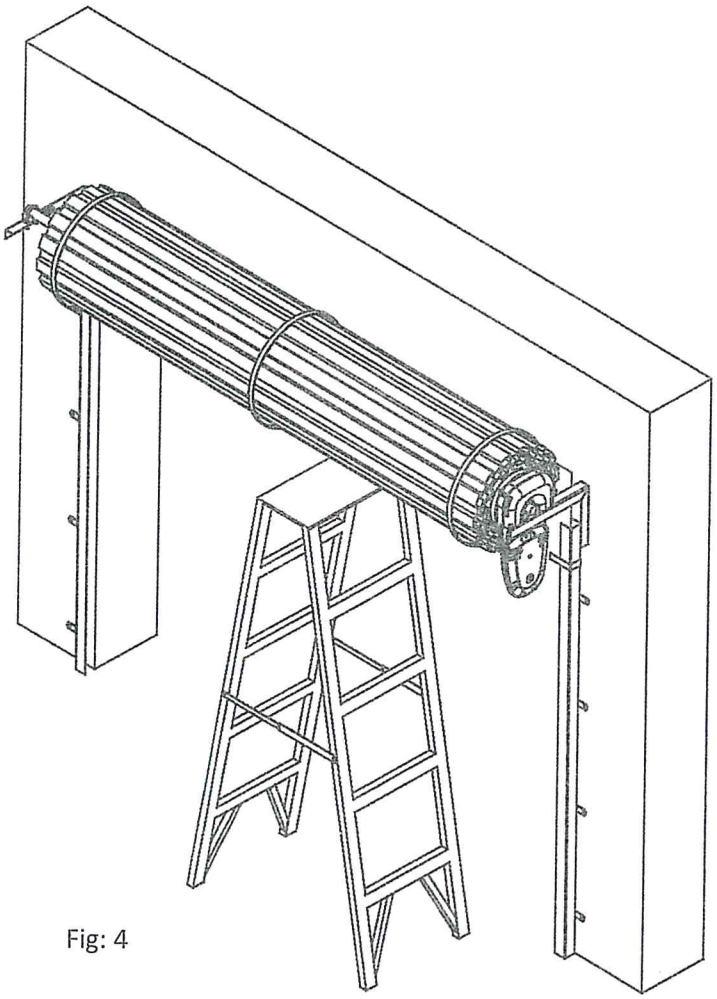

Fig: 4
h) Replace right hand side wall mount bracket *(Fig 4)*